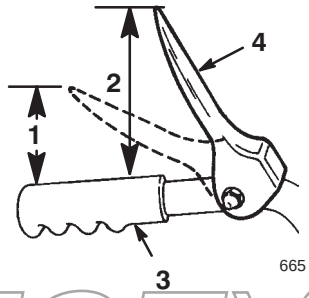

Figur 8
3. Mät avståndet mellan ovansidan av handtaget och undersidan av reglaget för matarskruven/impellern (figur 8). Avståndet ska vara cirka 10 cm.